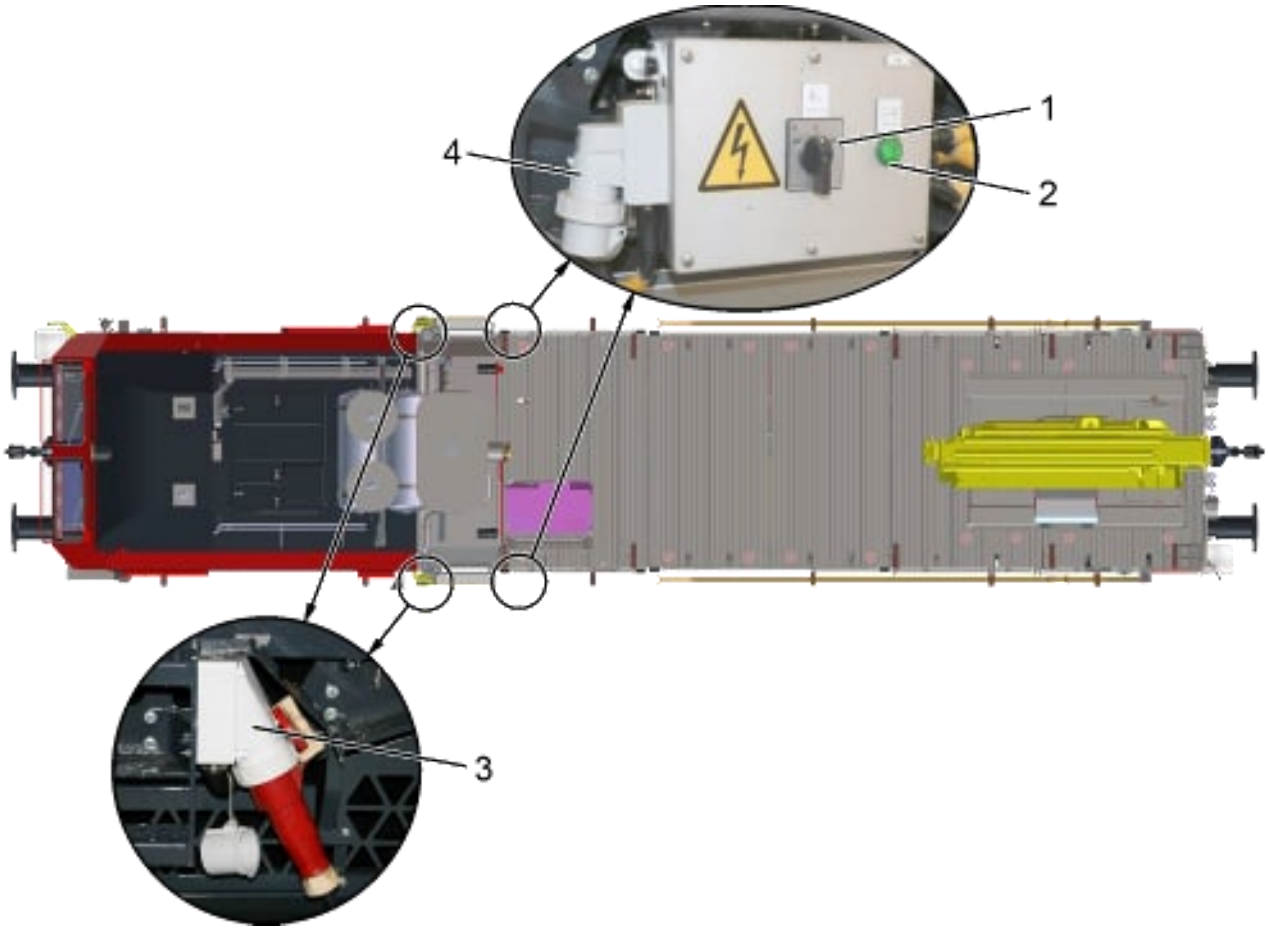

Fig. 29: Alimentazione esterna
Su ambedue le fiancate del veicolo è presente un punto di alimentazione rappresentato da un connettore 400 VAC, cfr. Fig. 29 (3), un connettore 230 VAC (4), e un selettore (1) a tre posizioni (alimentazione 230 VAC; 0= alimentazione generatore; alimentazione 400 VAC) che permette di commutare fra il generatore e gli altri due punti di alimentazione.